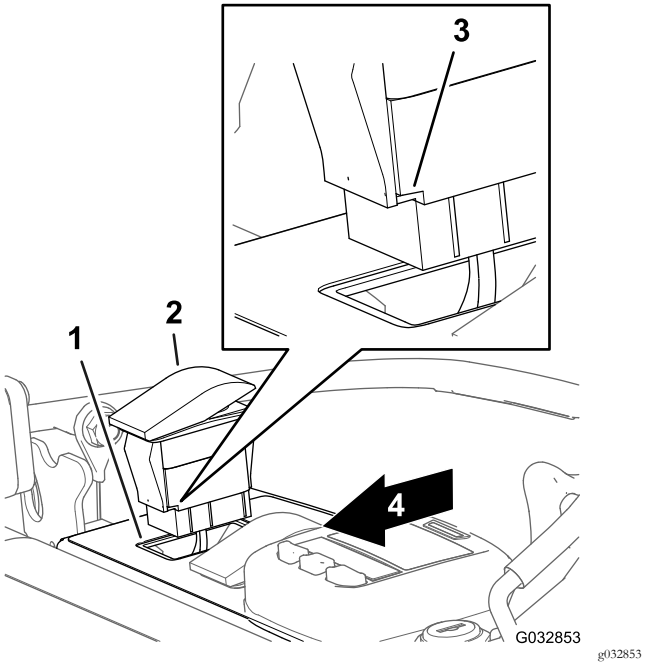

图26
4. 对准开关使开关壳体的槽口朝向控制面板背面图26。
5. 将开关插入控制面板的开口直至牢固卡入面板图26。